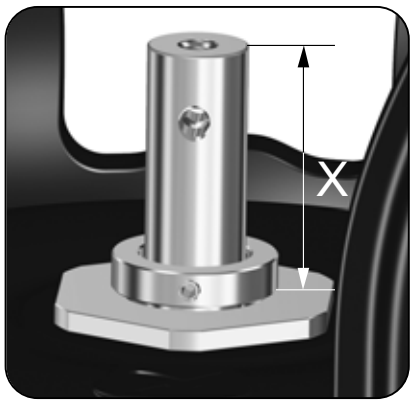

Fig. 4 Height measurement X
8. Attach approved lifting equipment to the motor stool (1a) and lift the motor stool (1a) onto the pump-head cover (2).
9. Lubricate the threads of the staybolts (26).
10. Install washers (66a) and nuts (36) and cross-tighten the nuts (36) to the specified torque. See sections *4.1 Torques* and *4.2 Lubricants*.
12. Install the upper shaft seal (105) in the cover (2). See section *4.1 Torques*.
13. Check that the height X is maximum 71 mm. See fig. 4.